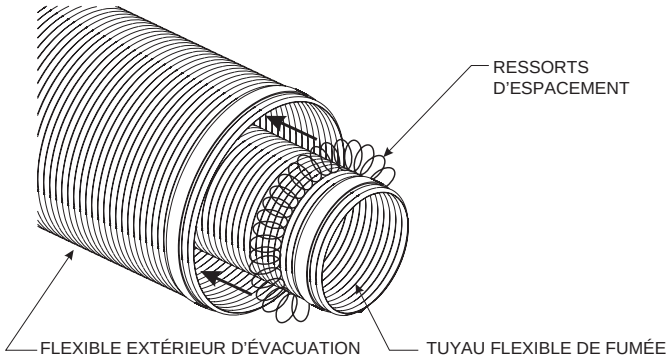

Figure 60
2. Vérifier que les ressorts d'espacement du conduit sont placés autour du conduit de fumée à des intervalles de 8 po (203 mm) sur toute sa longueur. Voir **Figures 60 et 61**. Sinon, étirer chaque ressort d'espacement jusqu'à 15 po (381 mm) de long environ, le placer autour du conduit de fumée et attacher ses bouts ensemble. Garder une distance égale entre les ressorts d'espacement.